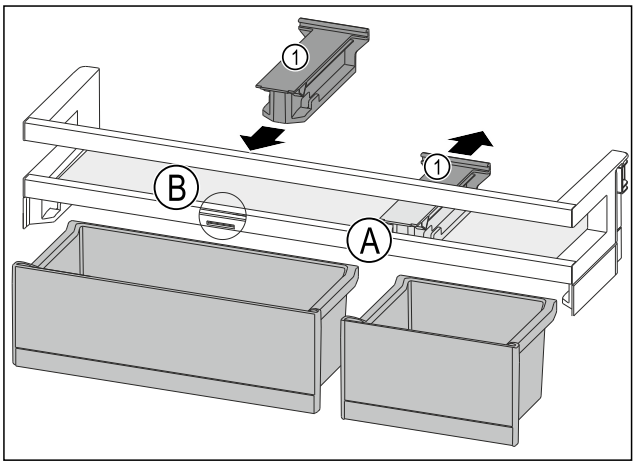

*Fig. 97*
- ▶ Desprindeți piesa de susținere *Fig. 97 (1)* din poziție *Fig. 97 (A)* spre spate.
- ▶ Introduceți piesa de susținere *Fig. 97 (1)* în poziție *Fig. 97 (B)*.